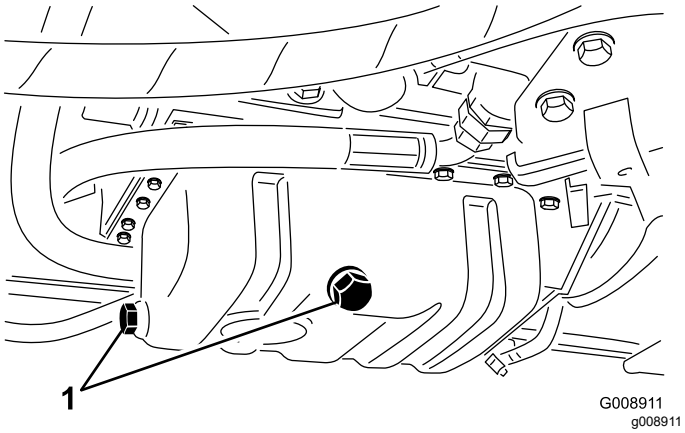

**Figur 70**
3. Ta bort en av avtappningspluggarna (Figur 70) och låt oljan rinna ned i avtappningskärlet. Sätt tillbaka pluggen när oljan har slutat att rinna.